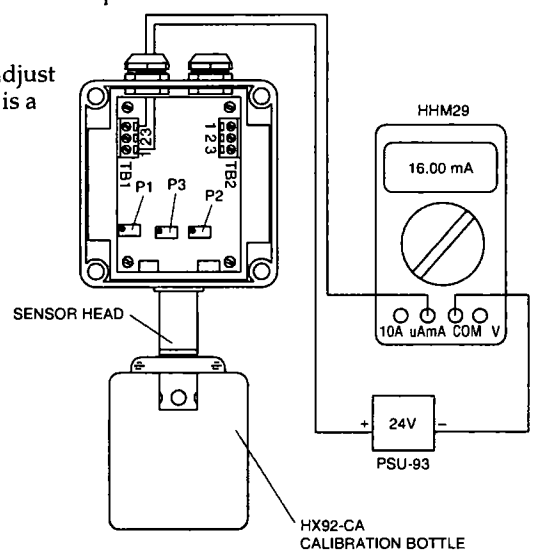

Figure 6 - HX93AC Calibration Procedure Relative Humidity Adjustment
2. Connect transmitter as shown in figure 6.